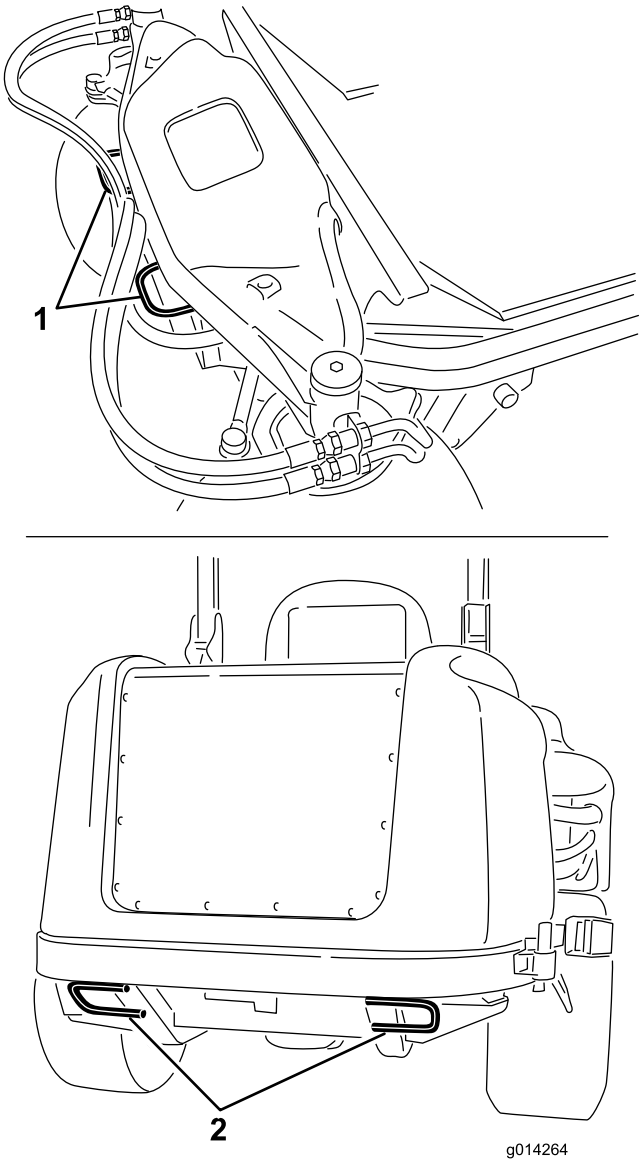

Figur 36
- Fäst maskinen ordentlig till släpet eller lastbilen med remmar, kedjor, kablar eller rep så som krävs enligt lokala trafikföreskrifter där du är (Figur 36).